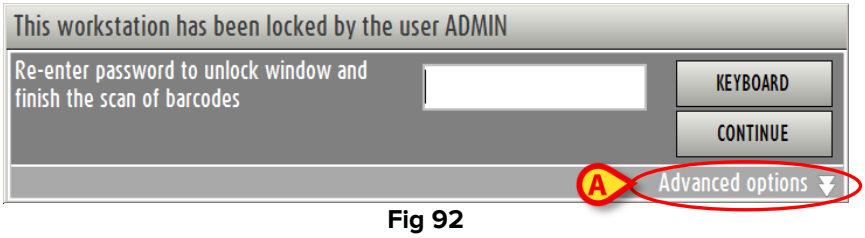

Fig 92
- Click “Advanced options” on the “Enter password” window (Fig 92 **A**).